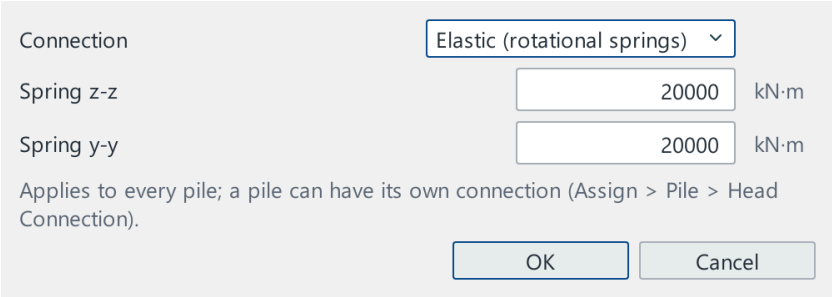

Figure 16.18 — Example 5 — the project default pile-head connection: elastic, with its two springs
2. **Assign** ▸ **Pile** ▸ **Project Default Pile-Head Connection…**: *Fixed*; run. Then *Pinned*, run; then *Elastic* with k_{r2} = k_{r3} = 20,000 kN·m/rad, run (Figure 16.18). A single pile can be given another connection with **Assign** ▸ **Pile** ▸ **Head Connection…**.